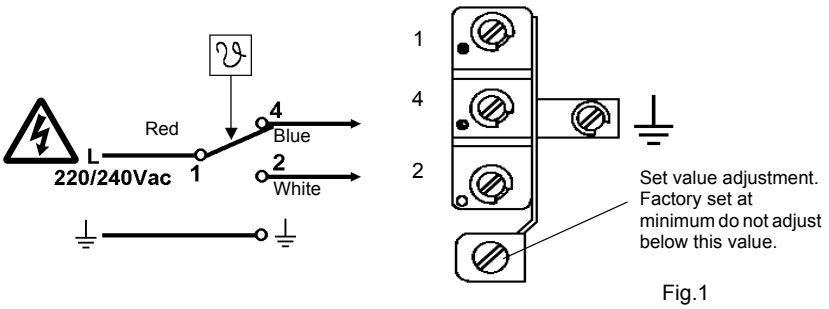

Fig.1
9. Remove the cover and wire the switch according to Fig.1. **THE EARTH TERMINAL MUST BE CONNECTED**.
7. Remove the cover and wire the switch according to Fig.1. **THE EARTH TERMINAL MUST BE CONNECTED.**